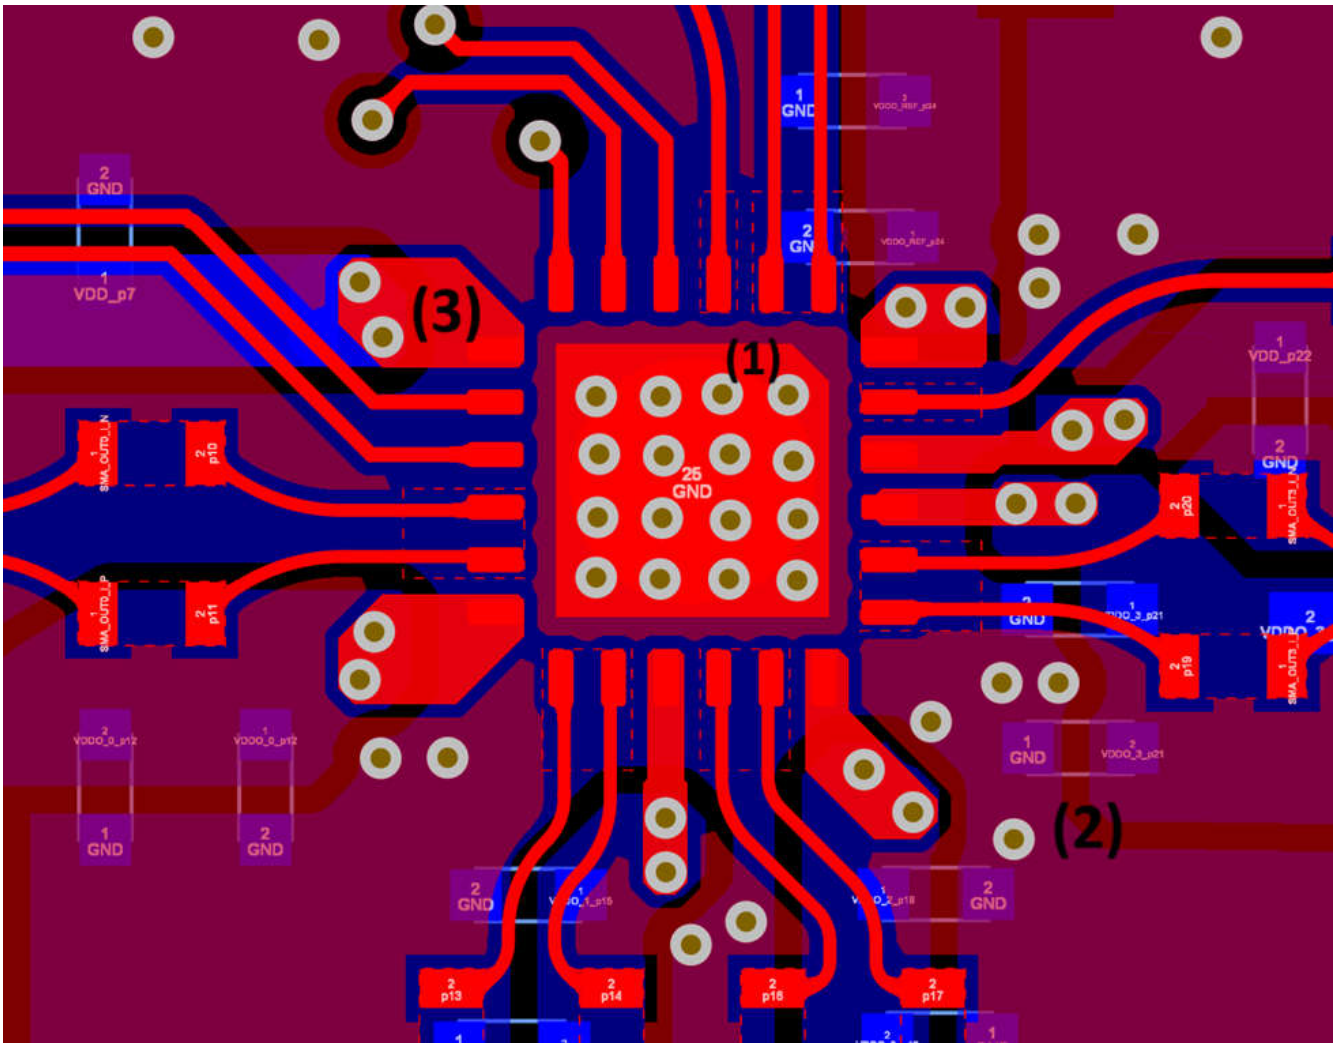

图 8-6. LMK3H2104 顶层和底层示例布局
- 对于 LMK3H2104，使用至少五个过孔将散热焊盘连接到一个实心 GND 平面。对于 LMK3H2108，使用九个过孔将散热焊盘连接到一个实心 GND 平面。最好使用全通过孔。有关示例，请参阅 图 8-6 中的 (1)。
- 将具有小电容值的去耦电容器放置在非常靠近电源引脚的位置。尝试将这些电容器非常靠近地放置在同一层上或直接放置在背面层上。值越大，可以放置得越远。有关示例，请参阅 图 8-6 中的 (2)。
- 如果电源跨越多个层布线，请使用多个过孔跨层连接电源走线。有关示例，请参阅 图 8-6 中的 (3)。